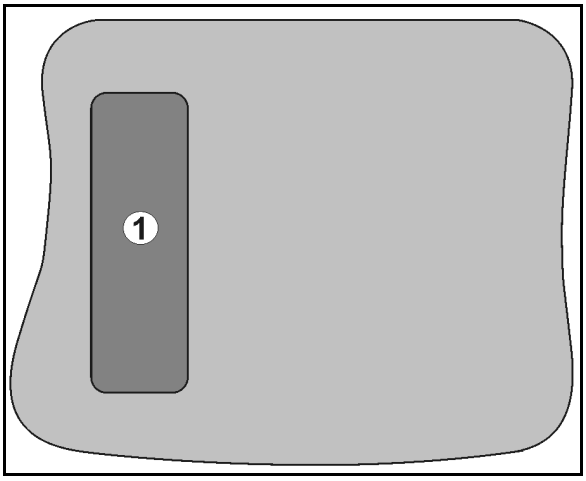

Fig. 8
- The shift key is located on the back of the unit (Fig. 8/1).